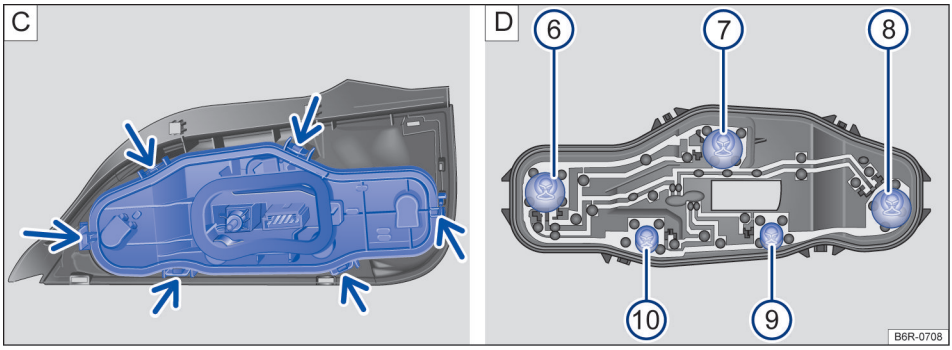

Fig. 110 Lanterna traseira: C: desinstalar o suporte da lâmpada, D: desinstalar a lâmpada incandescente.
9.	Para destravar o suporte das lâmpadas, pressionar cada lingueta de travamento (setas) → Fig. 110 **C** no sentido das setas.
11.	Para remover as lâmpadas incandescentes queimadas → Fig. 110 **D**, pressionar a lâmpada contra o suporte e girar no **sentido anti-horário** para removê-la.
15.	Instalar o suporte das lâmpadas na lanterna traseira. As linguetas de travamento → Fig. 110 **C** (setas) devem encaixar de forma audível.
A localização e a identificação das lâmpadas incandescentes → Fig. 110 **D** estão relacionadas a seguir: